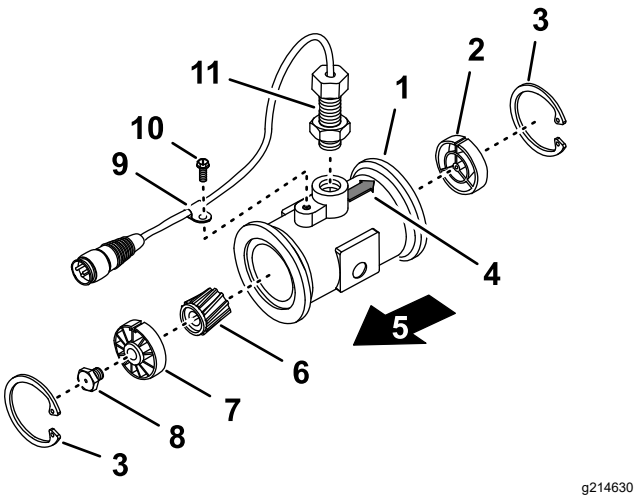

Figur 121
3. Ta bort fästringen på uppströmssidan (Figur 121).